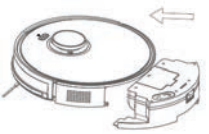

Рис. 5
3. Установите резервуар для воды в корпус прибора (рис. 5).